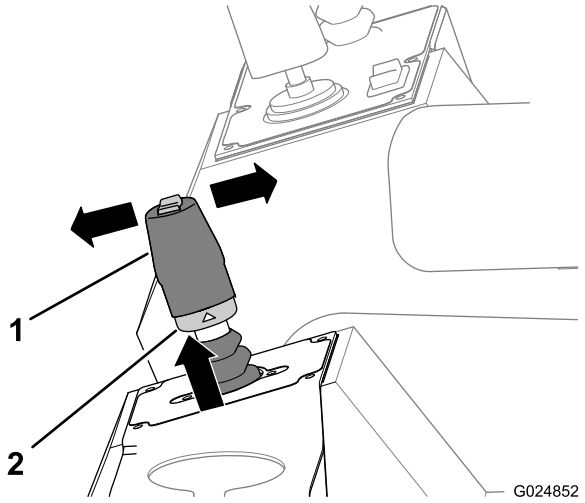

Figura 47
2. Sollevate l'anello di bloccaggio che si trova in fondo all'impugnatura del joystick (Figura 47).
- Spostate la leva in avanti (verso la parte frontale della macchina) per far procedere la macchina in avanti (Figura 47).
- Spostate la leva all'indietro (verso la parte posteriore della macchina) per far procedere la macchina in retromarcia (Figura 47).
4. Rilasciate l'anello di bloccaggio e la leva (Figura 47).
5. Per arrestare la macchina, riportate la leva di comando in folle (Figura 47).